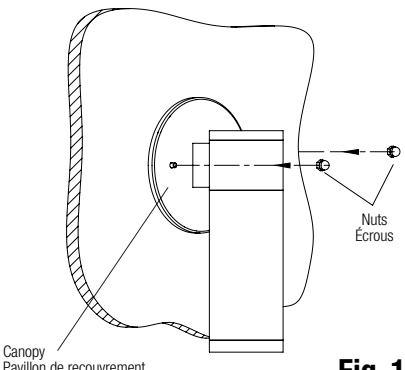
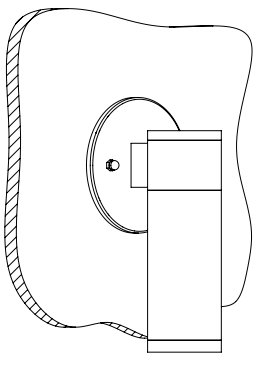

Fig. 1d
Fig. 1e
6. Make sure that the gasket is well placed and install the canopy of luminaire on the wall Universal Spider Adaptor Plate by using the two screws and exterior nuts (Fig. 1d and Fig. 1e).
NOTE: For outdoor mounting or wet location, it is required to use clear, outdoor rated silicone caulk between the gasket and the mounting surface. Use a waterproof junction box ensuring that it is properly sealed. (Fig. 1d)
6. S'assurer que le joint d'étanchéité est en place et installer le pavillon de recouvrement du luminaire sur la plaque adaptateur à débouchures universelles du mur à l'aide des deux vis et des écrous extérieurs (Fig. 1d et Fig. 1e).
NOTE: Pour un montage en extérieur ou dans un endroit humide, il est nécessaire d'utiliser un mastic silicone transparent adapté à une utilisation en extérieur entre le joint et la surface de montage. Utilisez un boîtier de jonction étanche en vous assurant qu'il est correctement scellé. (Fig. 1d)